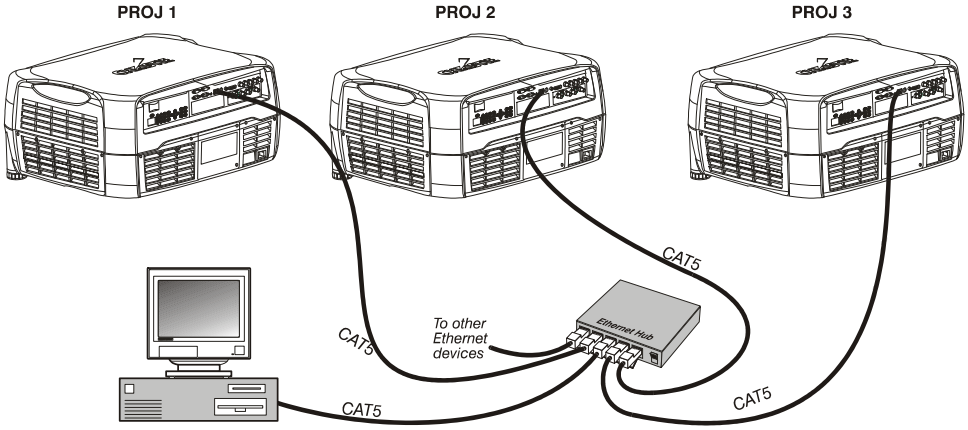

***Figure 2.13. Ethernet Network***
**ETHERNET NETWORK SETUP**: To add one or more projectors to an Ethernet network, use standard CAT5 cable to connect each projector's Ethernet port to a hub belonging to the network. A controller or PC must also be connected to the hub. See Figure 2.13.